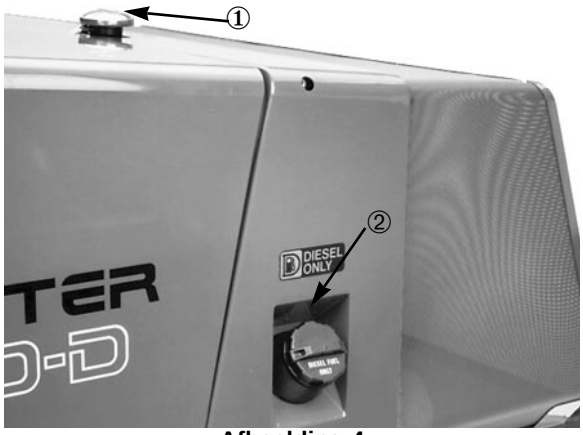

Afbeelding 4
1. Verwijder de radiatordop (Afb. 4). De koelvloeistof moet tot aan $2^1/_2$ cm (1 inch) van de onderkant van de vulopening staan.
1. Verwijder de tankdop (Afb. 4).